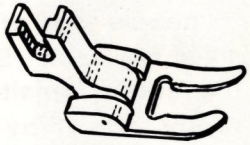

Fig. 31
1. Replace presser foot with special purpose buttonhole foot. This provides maximum visibility and allows closely spaced stitches to feed evenly (Fig. 31).